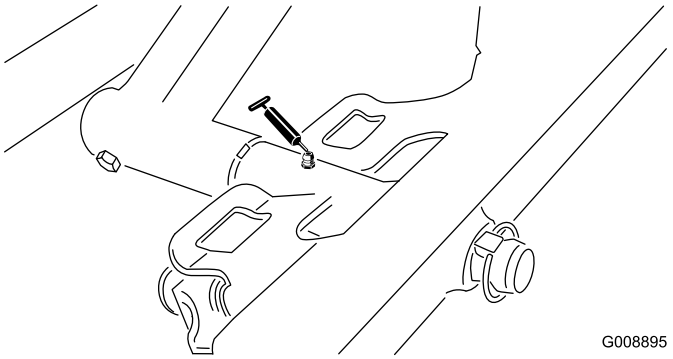

**Figur 51**
- Forreste klippeenheds drejetap (Figur 51)